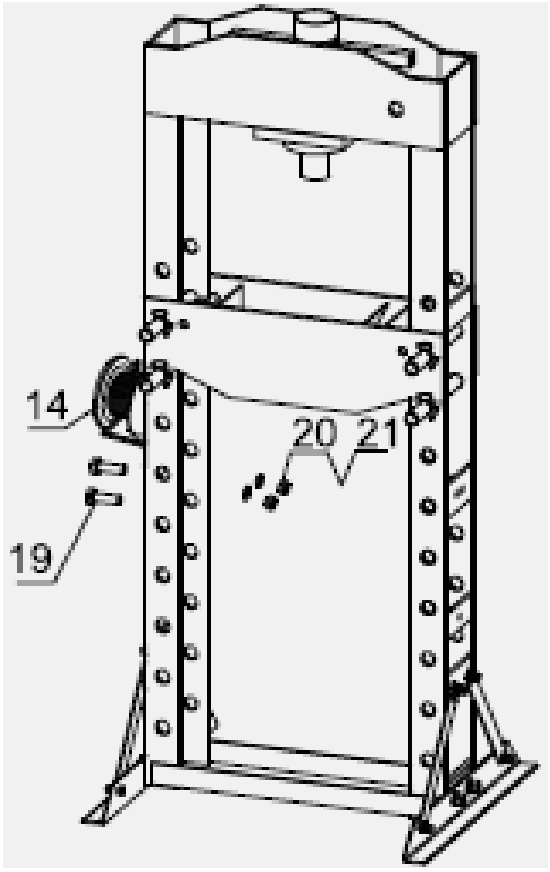

Рис. 3
4. Присоедините лебедку (14) к раме с помощью болтов (19), шайб (20) и гаек (21). См. рисунок 3.